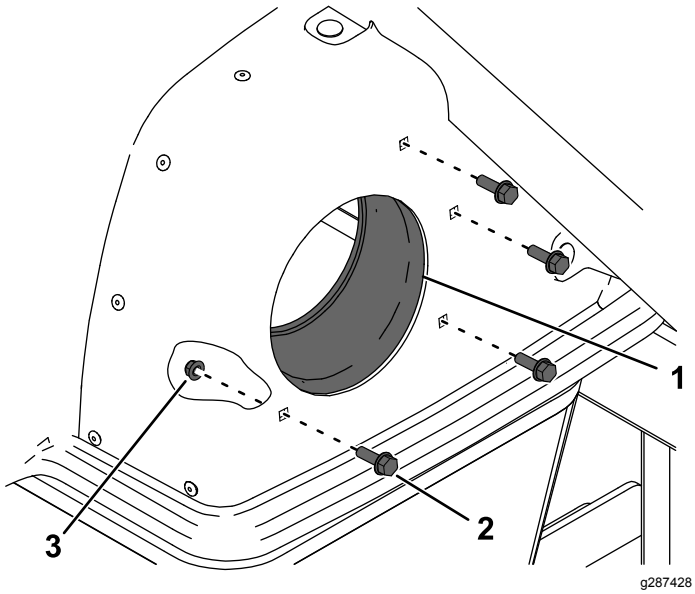

Figura 4
1. Pomo (4)
2. Pletina de sujeción (2)
4. En la tapa, retire los 4 pernos, las 4 tuercas y el adaptador de la tapa existentes (Figura 4).
6. Instale el nuevo adaptador de la tapa con 4 pernos y 4 tuercas en los nuevos taladros de montaje (consulte la Figura 4). Apriete los pernos a entre 10,2 y 12,4 N·m.